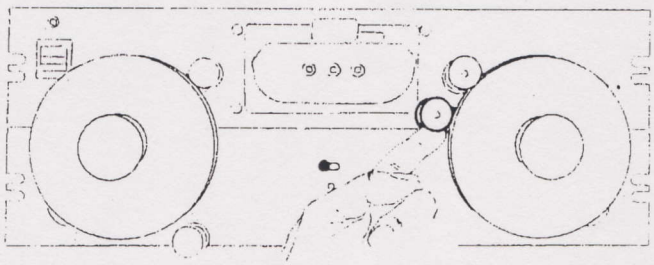

FIG 44
2. Check the action of the lower guide wheel lever on the tape motion knob (see Fig. 44 & 45). The examples show the knob in BACKWARD position and the guide lever in its highest position (Fig. 44).